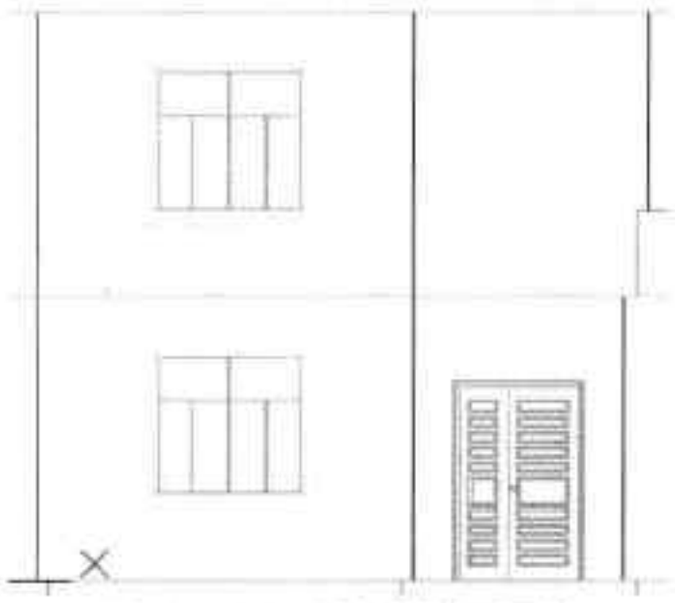

图18-104 更换进户门图块
Step35 双击门图块，并对其参数进行设置，即可更换进户门立面图块，结果如图 18-104 所示。